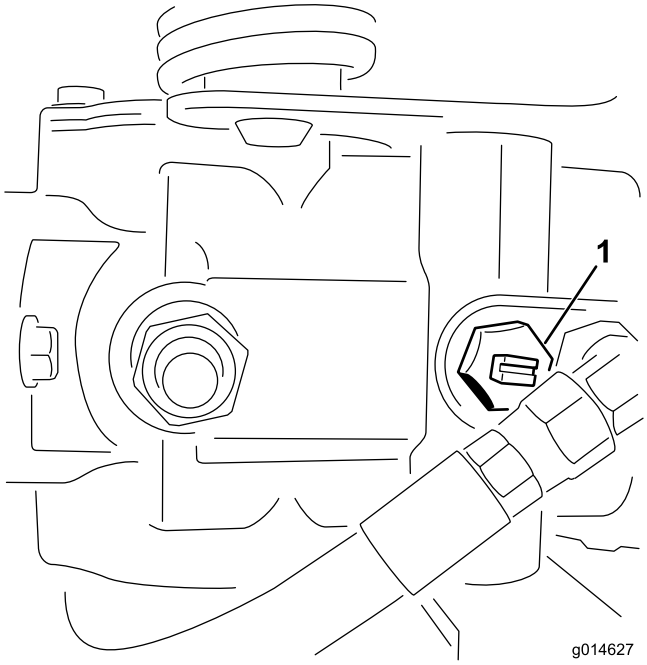

Figur 40
1. Find omløbsventilen på pumpen, og drej den, så rillen er vertikal (Figur 40).
2. Luk omløbsventilen ved at dreje den, så rillen er horisontal (Figur 40), før du starter motoren. Start ikke motoren, mens ventilen er åben.